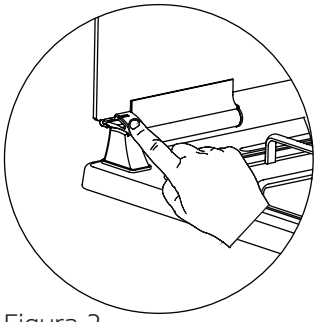

Figura 2
**2.** Conforme mostrado na figura 2, a porta de vidro pode ser fechada premindo com um dedo a mola de plástico.